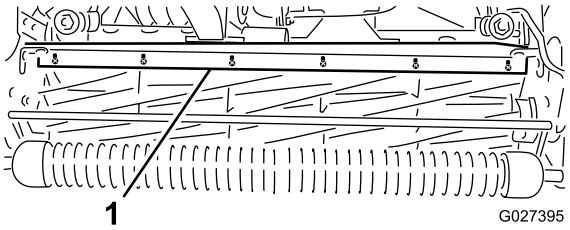

Rysunek 52
1. Poluzuj śruby mocujące belkę górną (Rysunek 52) do zespołu tnącego.